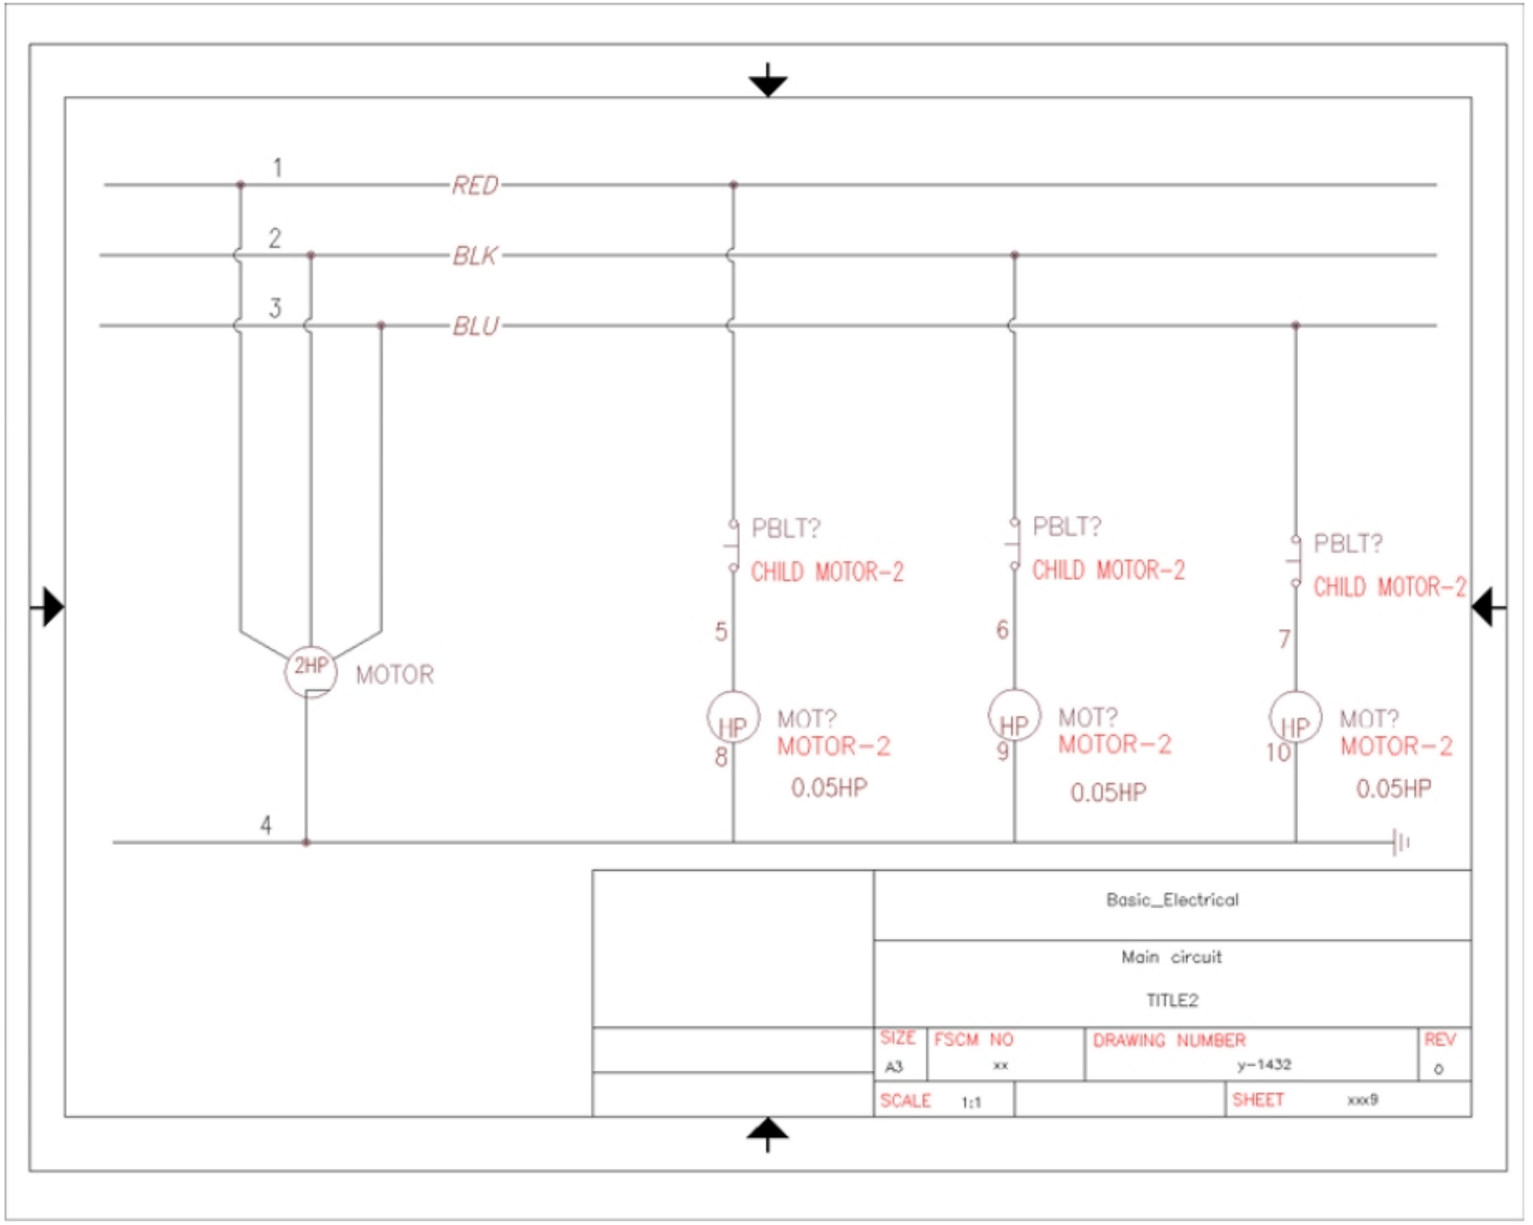

Figure-78. Practical-Model
- After adding all the components, the drawing will be displayed as shown in Figure-78.